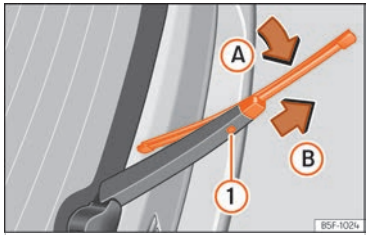

Fig. 153 Cambio de la escobilla de la luneta trasera.
- Rote la escobilla ligeramente ››› **fig. 153** (flecha Ⓐ).
- Mantenga presionada la tecla de desbloqueo ① tirando de la escobilla en el sentido de la flecha Ⓑ.
- Inserte en el brazo limpialuneta una escobilla nueva **de la misma longitud y tipo**, en sentido contrario a la flecha Ⓑ hasta que encastre la tecla ①.